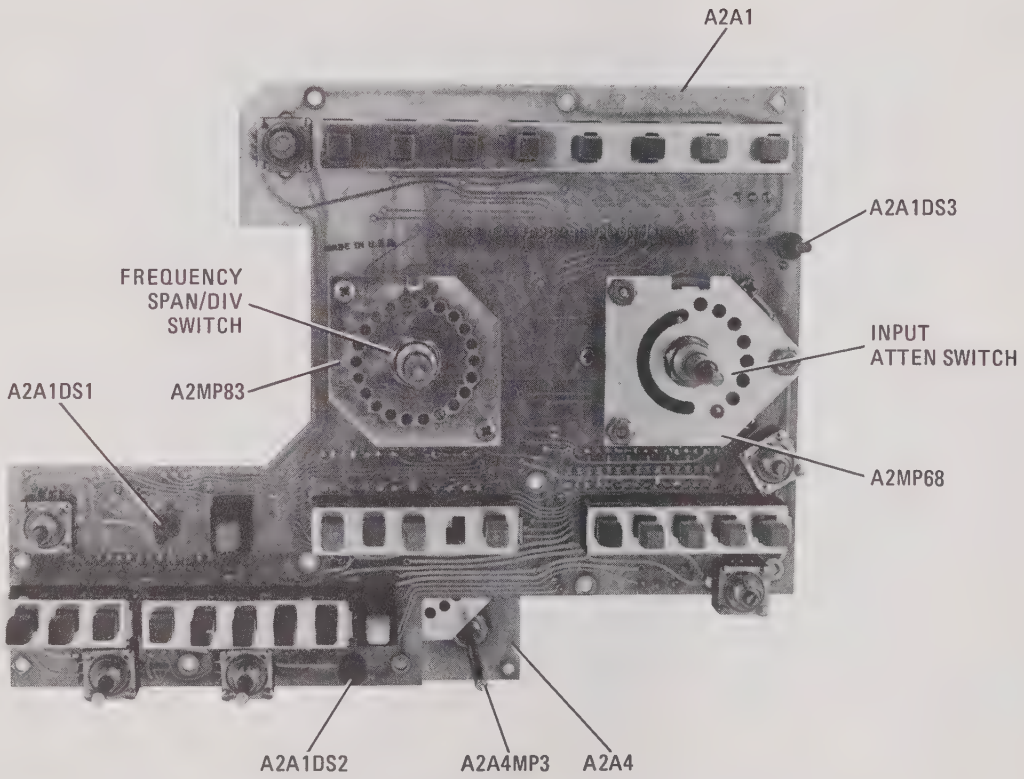

Figure 8-2. Switch Assemblies, Front View
8-23. Disassembling FREQUENCY SPAN/DIV Switch (see Figure 8-2).
8-25. Disassembling INPUT ATTEN Switch (see Figure 8-2).
f. Carefully place partially assembled FREQUENCY SPAN/DIV switch on A2A1 Front Switch Assembly PC board with frequency span detent (A2MP83) positioned so stop tab is toward top of A2A1 PC board (see Figure 8-2). Fasten FREQUENCY SPAN/DIV switch with two 4-40 nuts on each long screw (rear side of A2A1 Front Switch Assembly PC board). Do not use lock washers.